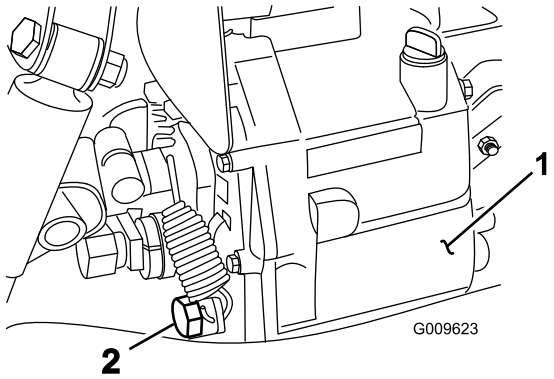

Figura 72
2. Togliete la valvola di spurgo situata sul fianco del serbatoio e lasciate defluire il fluido idraulico in una bacinella (Figura 72).